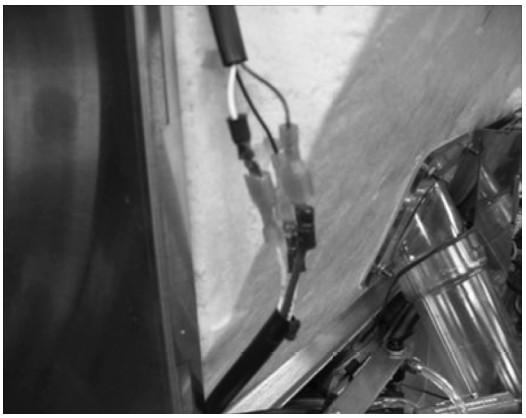

Figure 6.
6. Connect the harness to the lid switch, white wire to white wire, blue to blue and the remaining white and black wires together. (See Figure 6.)